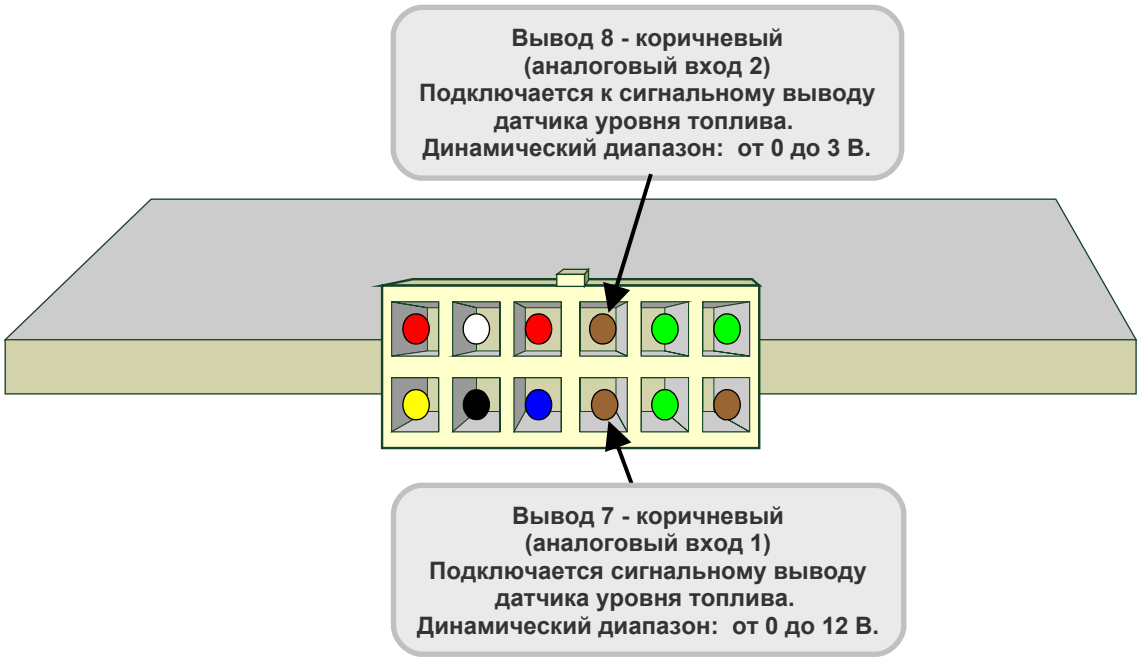

Рис.23.2. Аналоговые входы 1 и 2 «Вояджера» для подключения датчиков топлива, в том числе и проточных.
Для подключения проточных датчиков к «Вояджеру» используются его аналоговые входы 1 и 2 (рис.23.2).
- **Подключите** аналоговый вход 1 (вывод 7 – коричневый) к сигнальному выводу датчика уровня топлива (рис.23.2).